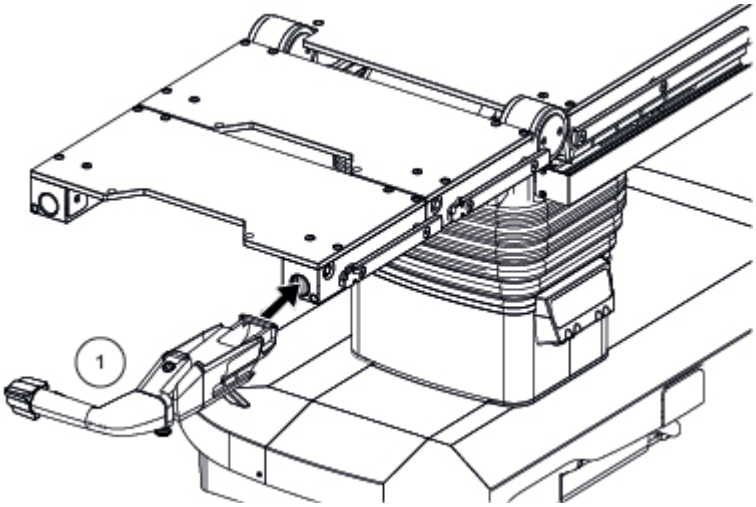

Afbeelding 6-1. Plaats de gemotoriseerde overdrachtshandgreep
1. Plaats de gemotoriseerde overdrachtshandgreep (1) in de rail en zorg ervoor dat de klemhendel open blijft. Zie *Afbeelding 6-1*.